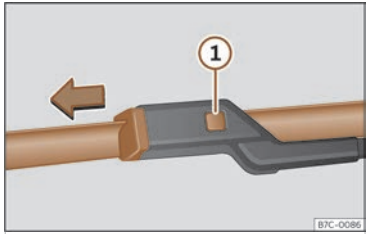

Fig. 220 Changing the windscreen wiper blades
- Press and hold release button ››› **Fig. 220** ① and pull gently on the wiper blade in the direction of the arrow.